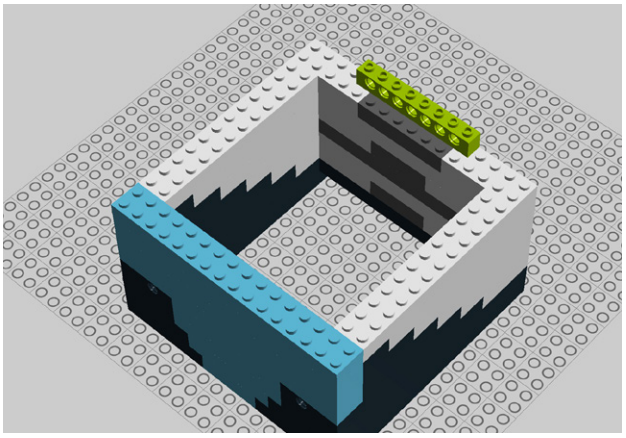

Figure 9-39. *Step 34: Attaching the Technic brick for mounting the Arduino*
34. Add an 8M Technic brick to the back. Your Arduino will mount to this brick (Figure 9-39).